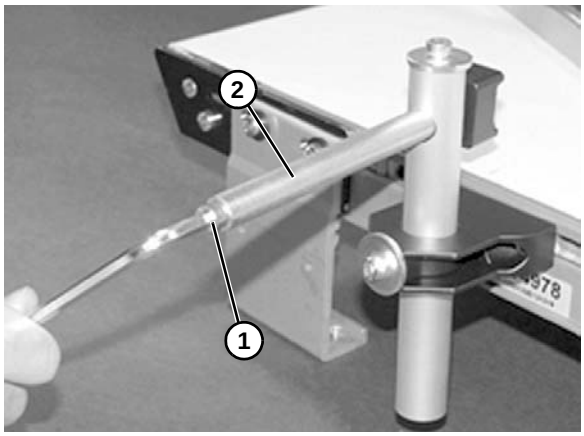
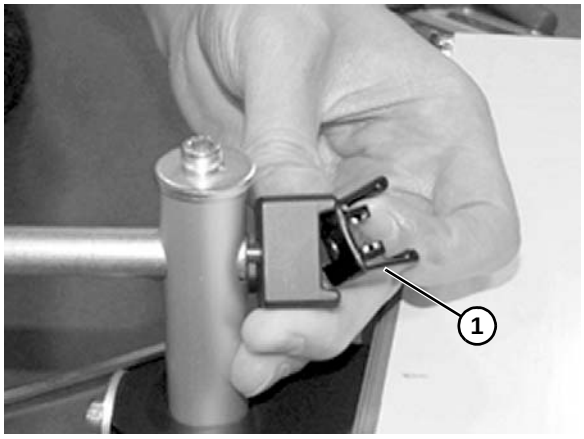
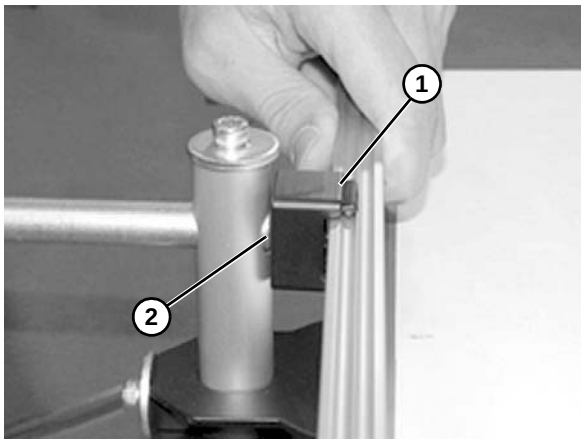

Abbildung 37
Abbildung 38
Abbildung 40
3. Schraube **(Abbildung 37, Teil 1)** am Wellenende **(Abbildung 37, Teil 2)** lösen, um die Klammer abzunehmen **(Abbildung 38, Teil 1)**.
5. Klammer **(Abbildung 40, Teil 1)** wieder zusammensetzen und an der Welle **(Abbildung 40, Teil 2)** befestigen. Schraube **(Abbildung 37, Teil 1)** am Wellenende festziehen.